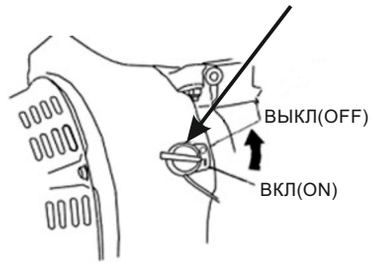

Рисунок 21
2. Переведите ручку выключения зажигания в положение «ВЫКЛЮЧЕНО» (ВЫКЛ(OFF)) (рис. 21).